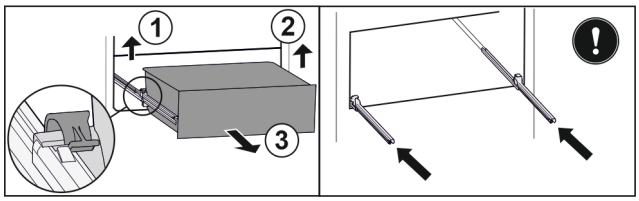

*Fig. 142*
▶ Zvedněte levou svorku a současně vytáhněte zásuvku vlevo dopředu. *Fig. 142 (1)*
▶ Zvedněte pravou svorku a současně vytáhněte zásuvku vpravo dopředu. *Fig. 142 (2)*
▶ Vyjměte zásuvku dopředu. *Fig. 142 (3)*